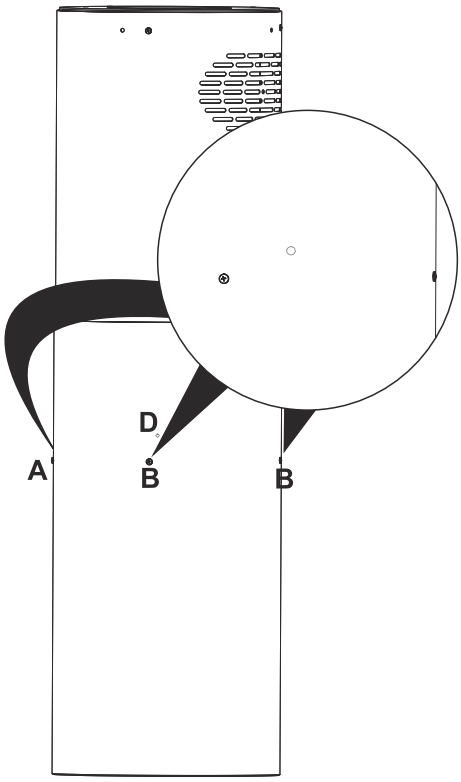

Fig. 14
7. Skub nu det udvendige skorsten ud over det indvendige og skru den fast vha. punkter A, B, C & D (Fig. 14).